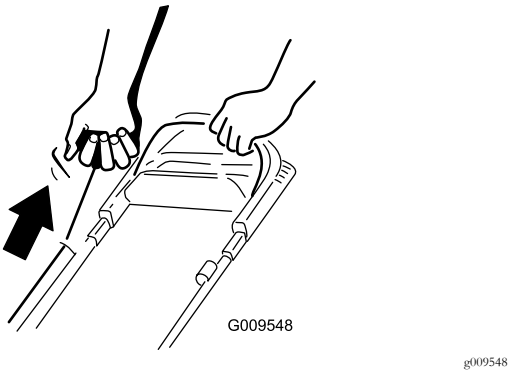

Figure 19
2. Tirez sur la poignée du lanceur (Figure 19).
Remarque: Tirez la poignée du lanceur lentement jusqu'à ce que vous sentiez une résistance, puis tirez vigoureusement (Figure 19). Laissez le lanceur se rétracter lentement jusqu'à la poignée.